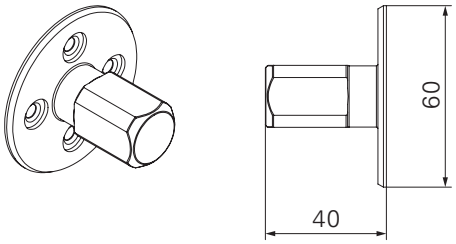

Abb. A2.05
- Vorlaufscheibe M24 (Abb. A2.05)